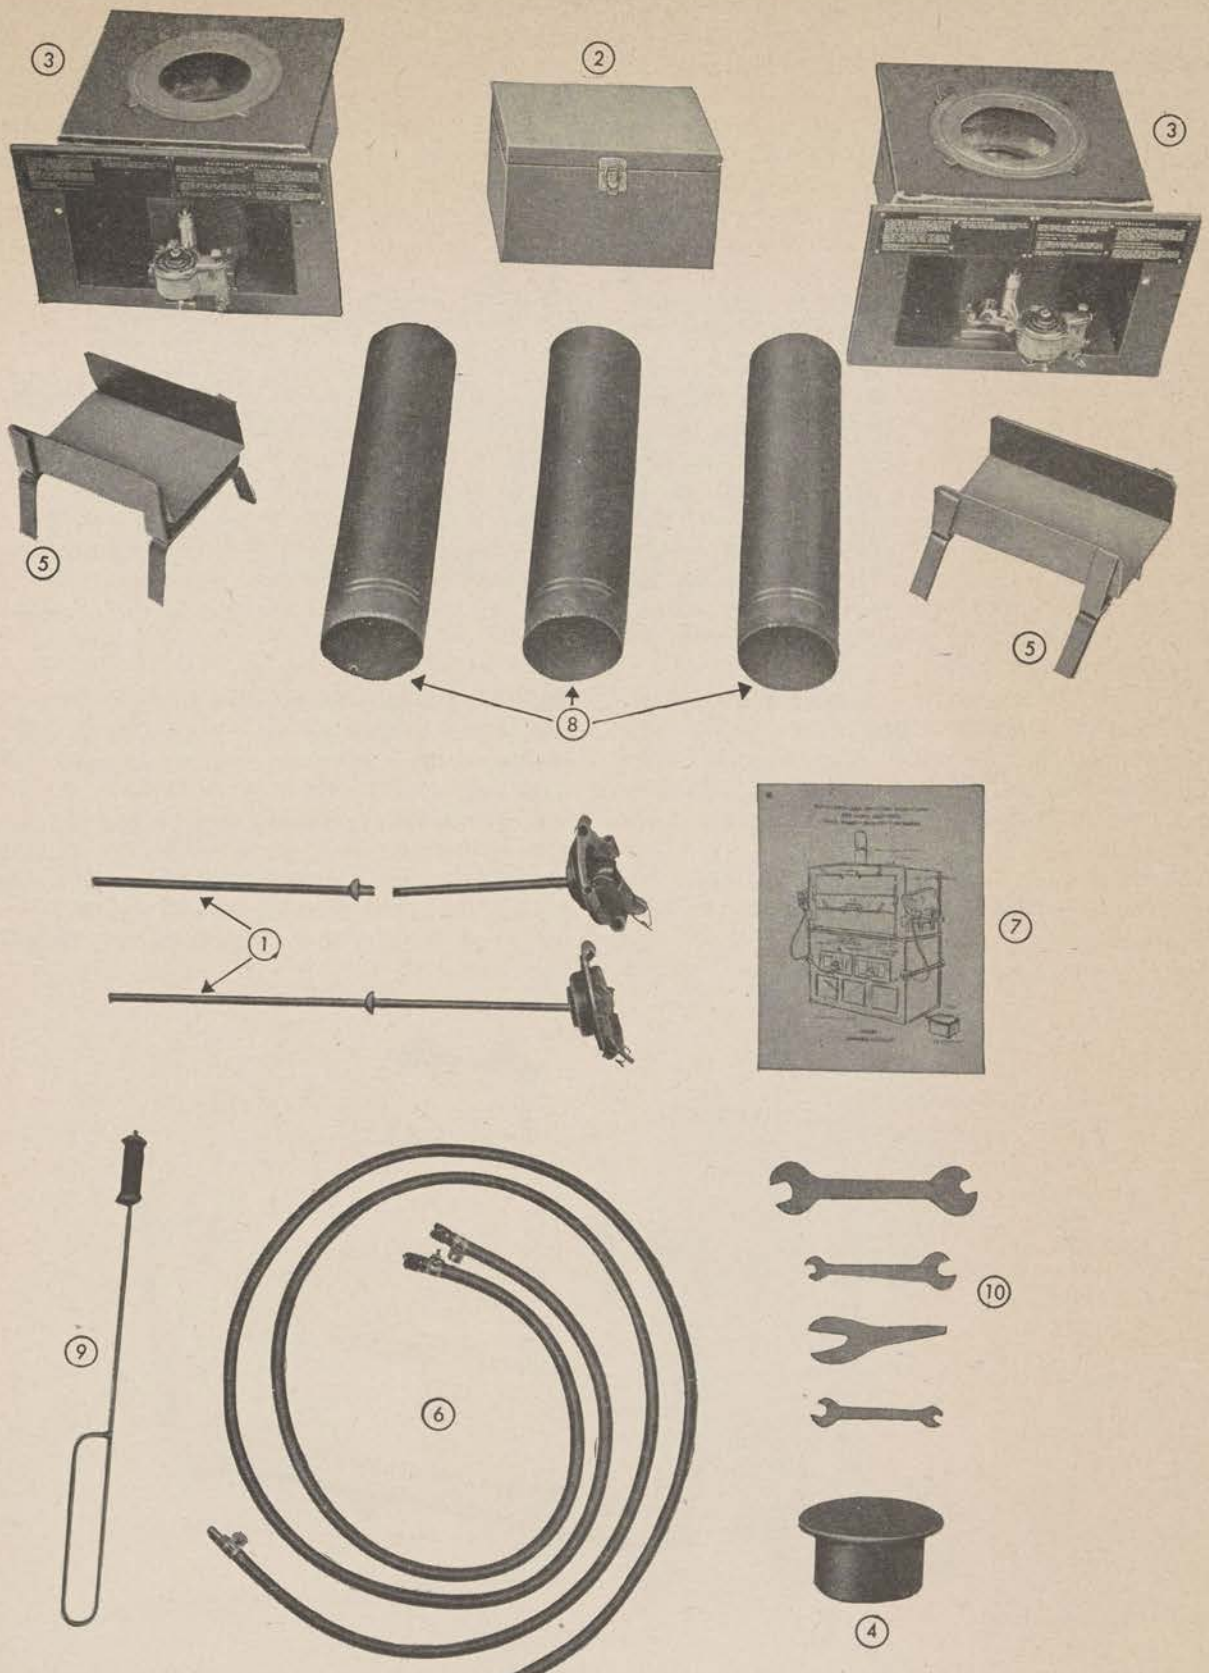

Figure 70. Parts for outfit, burner, pot type, oven, bake, field, M1942 (65–A–5040).
a. COMPONENTS. (1) The pot type burner is extremely simple in design and operation. Component parts of the outfit for one oven are as follows (see fig. 70):
(2) Contents of the box for tools and spare parts are as follows:
(6) Assemble the fuel can adapter into fuel can. The metal tube on the adapter is an air vent, made in two sections. (See fig. 70.)